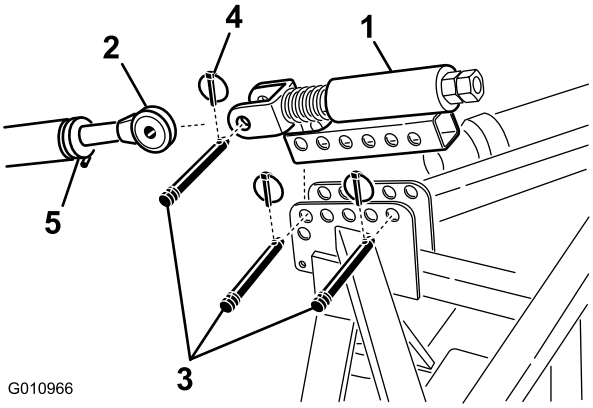

Figur 9
1. Monter det fjærbelastede toppleddet og luftemaskinbraketten ved hjelp av to leddtapper og ringstifter (Figur 9)
2. Løsne låsemutteren på traktorens øvre ledd. Juster lengden på øvre ledd helt til det samsvarer med splittpinnen på det fjærbelastede toppleddet på luftemaskinen (Figur 9).
3. Koble traktorens øvre ledd til splittpinnen på det fjærbelastede toppleddet og fest med leddtapp og ringstift (Figur 9).
6. Roter øvre ledd helt til fjæren er komprimert til omtrent 13 mm (Figur 9).